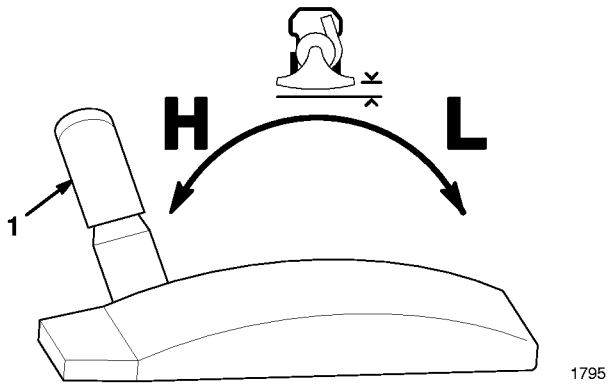

Abbildung 12
3. Den Höheneinstellungsregler nach vorne schieben um das Ansaugehäuse tiefer zu stellen; den Regler nach hinten ziehen, um das Gehäuse anzuheben (Abb. 12).